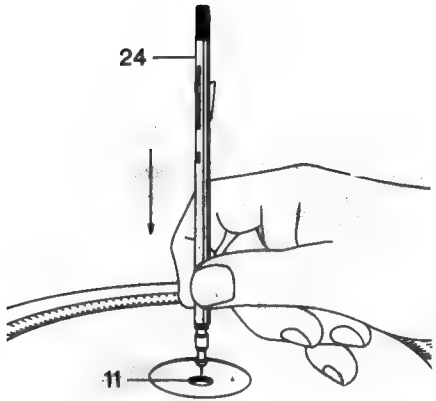

Fig. 8
2.3.1 Stapelachse SA 73 (Fig. 8—24) in die Plattenteller-Achse (Fig. 8—11) einsetzen. Automatischer Betrieb ist möglich für maximal acht 17- oder 30-cm-Platten, nachdem die entsprechende Geschwindigkeit 45 bzw. 33 UpM eingestellt wurde.
2.3.1 Insert the Automatic Spindle SA 73 (Fig. 8—24) instead of the single-play spindle into the hollow turntable shaft (Fig. 8—11). Automatic play is possible for a maximum of eight either 7″ or 12″ records after having chosen the appropriate turntable speed of 45 or 33 rpm, respectively.
2.3.1 Insérer l'axe d'empilage SA 73 (Fig. 8—24) dans l'axe creux (Fig. 8—11) du plateau. Les disques de 17 ou 30 cm peuvent être joués automatiquement et ce jusqu'au maximum de huit disques et apres avoir choisi la vitesse adéquate (45 ou 33 t/m).